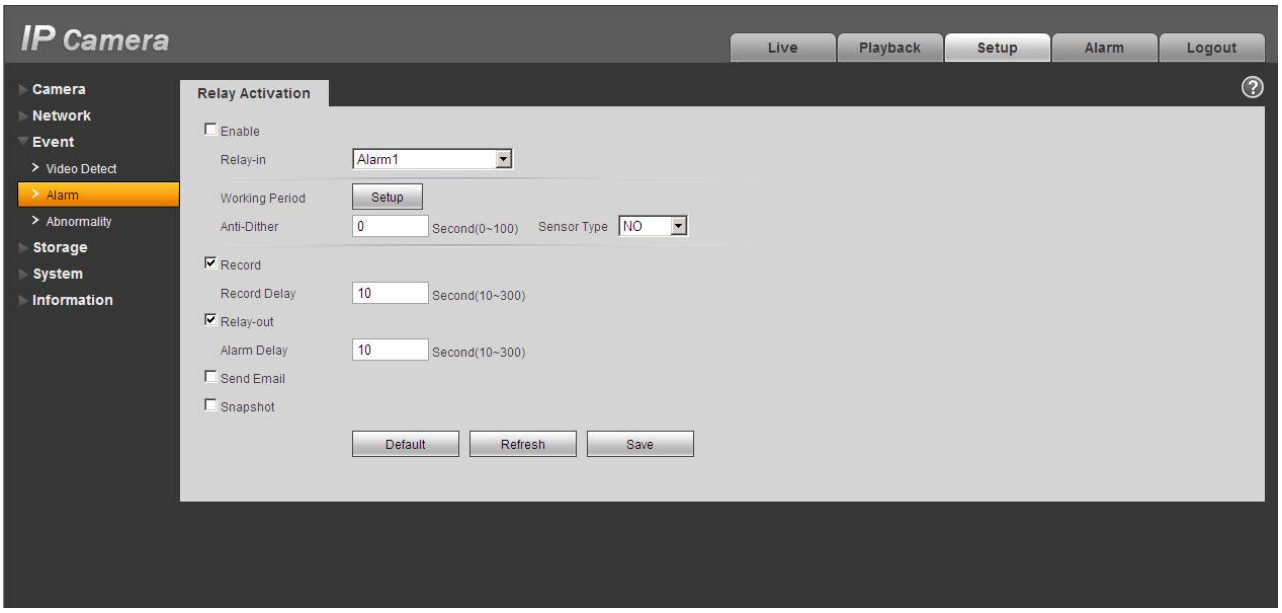

Figure 2-12 Alarm
The alarm interface is shown as in Figure 2-12. Please follow the steps listed below for local alarm input and output connection.
3) Open the Web, go to the Figure 2-12. Please set the alarm input 01 port for the first channel of the I/O cable (No.4 pin). Then you can select the corresponding type (NO/NC.)